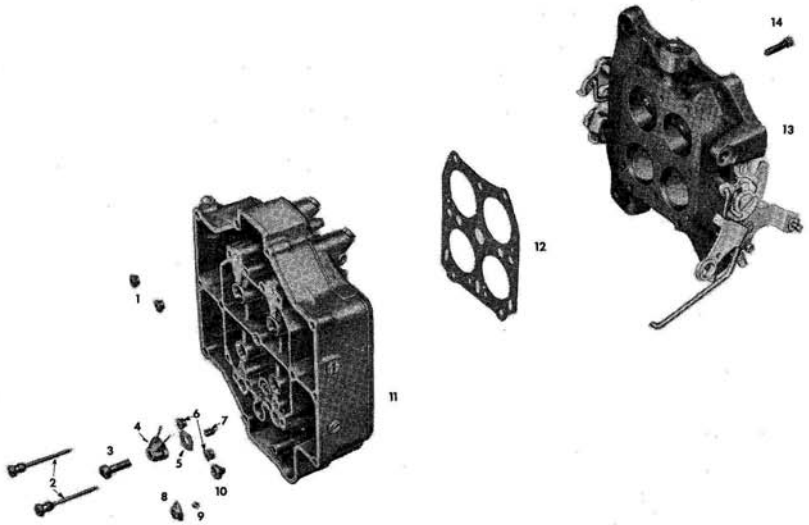

Fig. 26-C Carburetor Body - Exploded View
NOTE: All references in this procedure are to Fig. 26-C.
11. Remove six throttle flange attaching screws (Fig. 26-C) and separate the throttle flange and carburetor body.